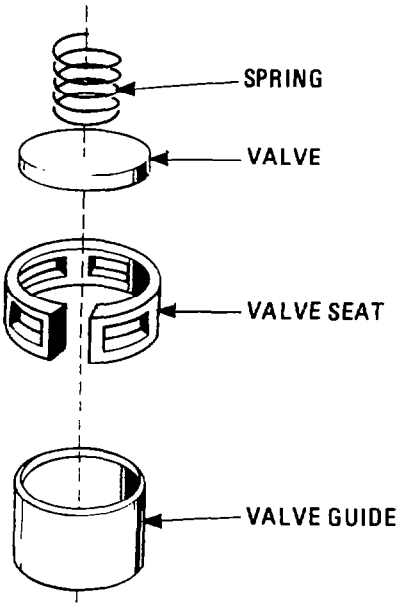

Fig. 377 — Exploded View of Inlet Valve Assembly
c. Remove the inlet valve springs from the head then remove the inlet valves from their respective guides (see fig. 377).